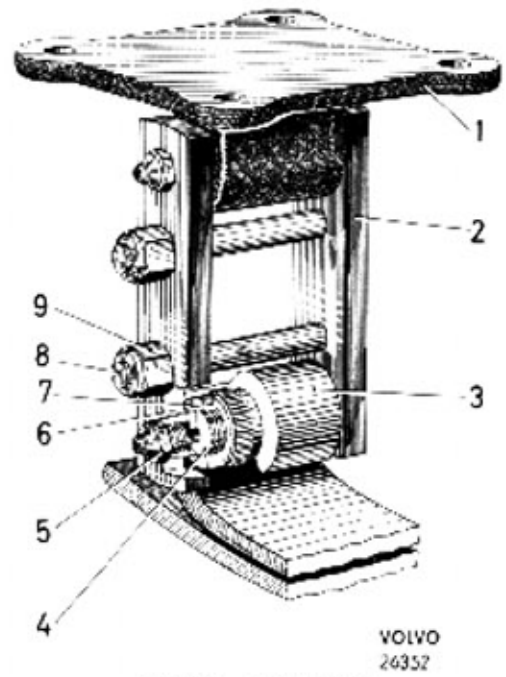

Bild 72-1. Fjäderhänke
4. Skruva ur främre fjäderbulten. Lossa bakre fjäderhänket, bild 72-1, genom att demontera muttrarna (9) smörjnipplarna (5) och sidohängslena (2). Tag bort fjädern.